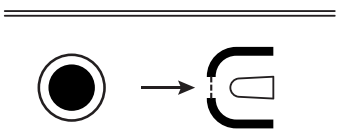

Рис. 1
3. Перекусите перемычку клеммной колодки бокорезами или подобным инструментом, отогните клеммную колодку наружу. (Рис. 1).
3. Перекусіть перемичку клемної колодки, бокорезами або подібним інструментом, відігніть клемну колодку назовні. (Рис. 1).